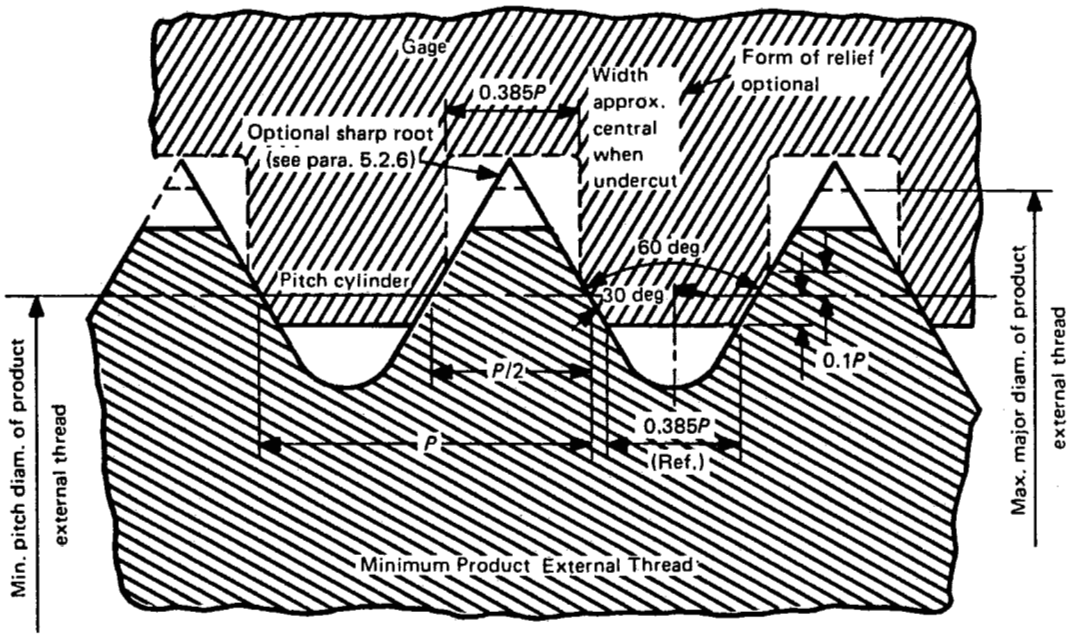

FIG. 20 NOT GO FUNCTIONAL DIAMETER LIMIT
5.2.4 Thread Form. The specifications for thread form are summarized in Table 7 and Fig. 20.